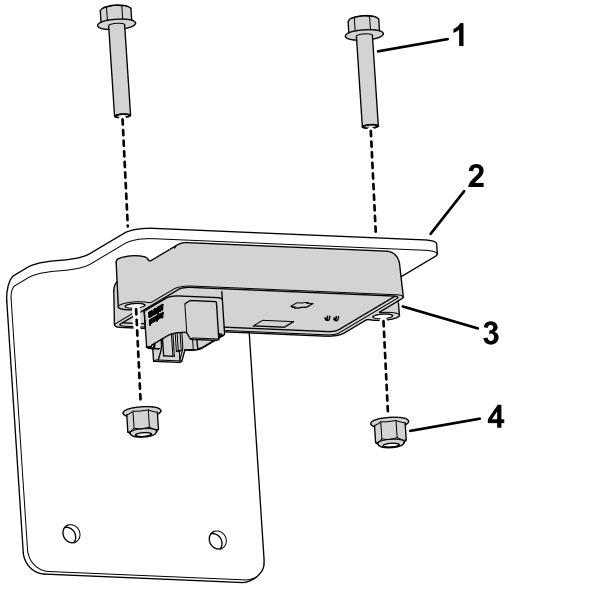

Bild 9
12. Befestigen Sie die Neigungssensor mit zwei Schrauben (M6 x 35 mm) und zwei Bundmuttern (M6) an der Neigungssensorhalterung (Bild 9).